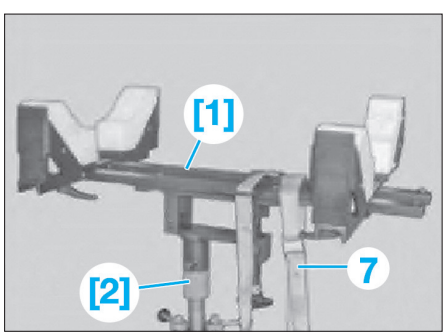

Fig. 7
- [1]. Cric hydraulique (réf BMW : 00 2 030) **(Fig.7)**.
• Soutenir la boîte de vitesses avec les outils [1] et [2] **(Fig.7)**.
• Fixer la boîte avec la sangle (7).